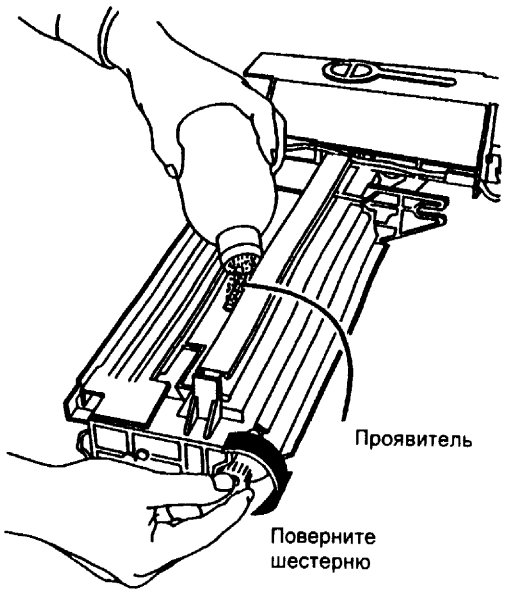

Рис. 3 Заполнение кожуха проявителя
2. (Рис. 3) Насыпьте примерно половину проявителя в кожух проявителя.